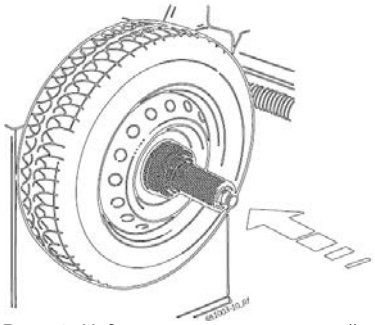

Рис. 13. Надвигание на вал зажимной головки.
4. Надвиньте зажимную головку на вал и прижмите к колесу (см. рис. 13).